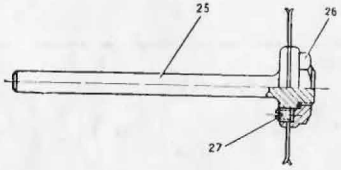

Рис. 5. Оправка с дисковой пилой:
4.13. Оправка с дисковой пилой (рис. 5) служит для отпиливания кусков кости. Дисковая пила крепится на оправке *25* с помощью гайки *26*.